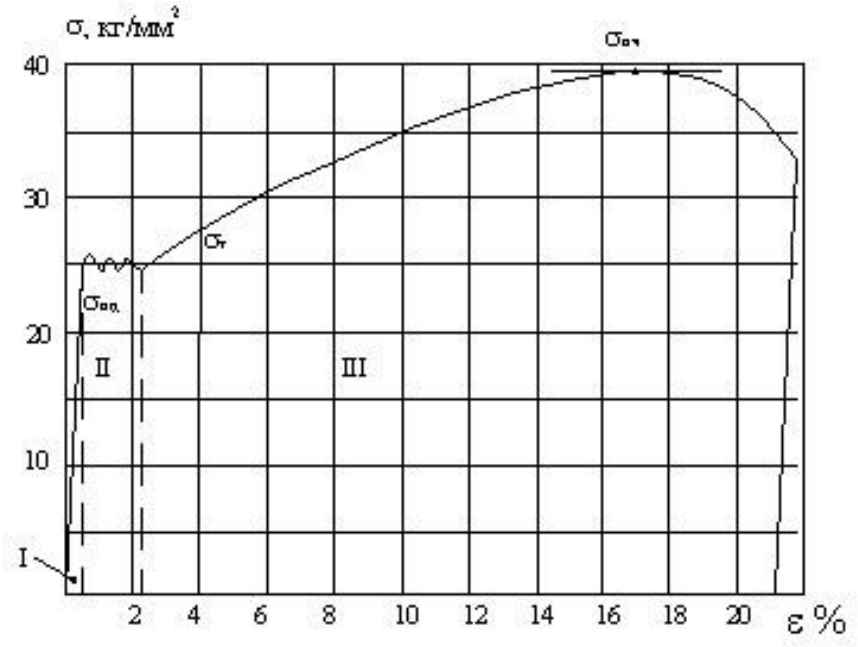

Рисунок 7.2 – Диаграмма растяжения
5. Внести результаты испытаний, полученные по диаграмме растяжения (рисунок 7.2) в таблицу 7.2.